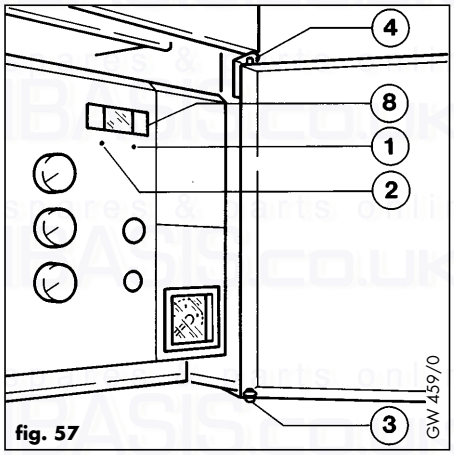
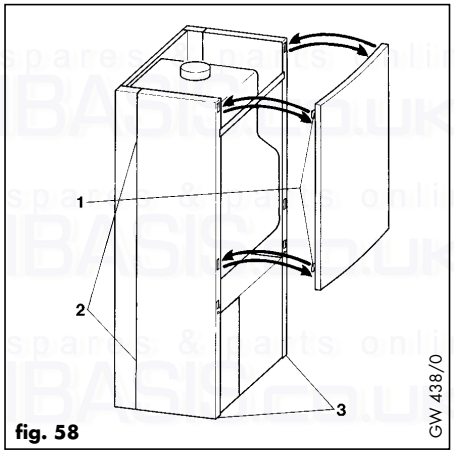
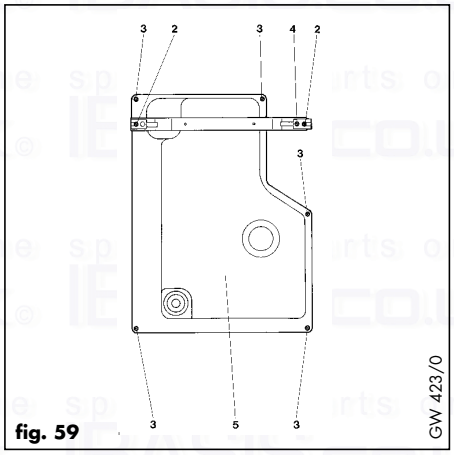
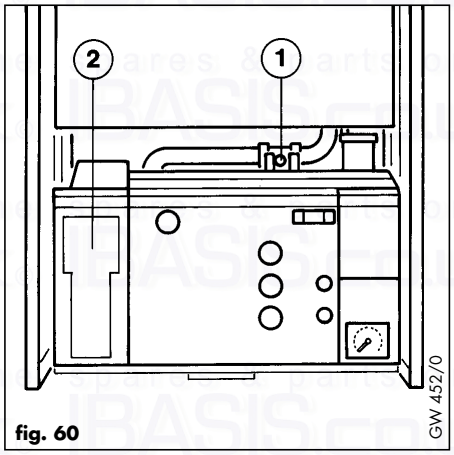

fig. 57
fig. 58
fig. 59
fig. 60
7.1.3.1 Door (fig. 57)
- Remove bottom hinge screw (3) and pull the bottom door panel forwards and down to release it from top hinge pin (4).
7.1.3.2 Top panel (fig. 58)
- Slide top panel upwards to release retaining clips (1).
- Remove screws (3, fig. 58) and slacken screws (2, fig. 59).
- Slide side case panel upwards to release retaining clips and lift off (2, fig. 58).
7.1.5 Removal of combustion chamber cover (fig. 59).
- Slacken the 2 case retaining screws (2).
- Undo the 5 captive inner casing screws (3).
- Remove screw (4).
- Lift combustion chamber cover (5) off boiler.
7.1.6 Lower front control panel (fig. 60)
- Undo screw (1) and lower control box forward from top.